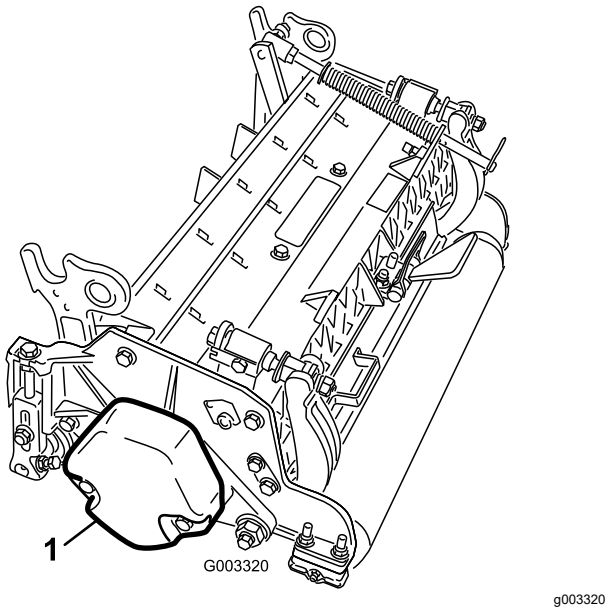

Rysunek 4
4. Upewnij się, że przeciwwaga (Rysunek 4) zamocowana jest na właściwym końcu zespołu tnącego, jak przedstawiono w rozdziale dotyczącym zespołów tnących w *Instrukcji obsługi*.